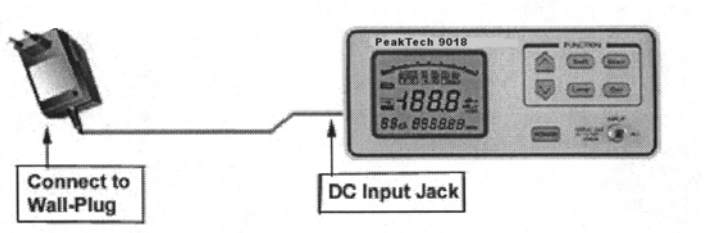

Fig. 4-1 Aufladen über AC-Adapter
6.2.1. Aufladen über AC-Adapter (Abb. 4-1)
Das Aufladen der Batterie erfordert einen AC/DC-Adapter mit Klinkenstecker (Mittenkontakt +) und einer Ausgangsleistung von 12 V/ 500 mA. Adapter an das Messgerät wie in Abb. 4-1 gezeigt anschliessen. Die Ladedauer ist abhängig vom Entladezustand der Batterie.